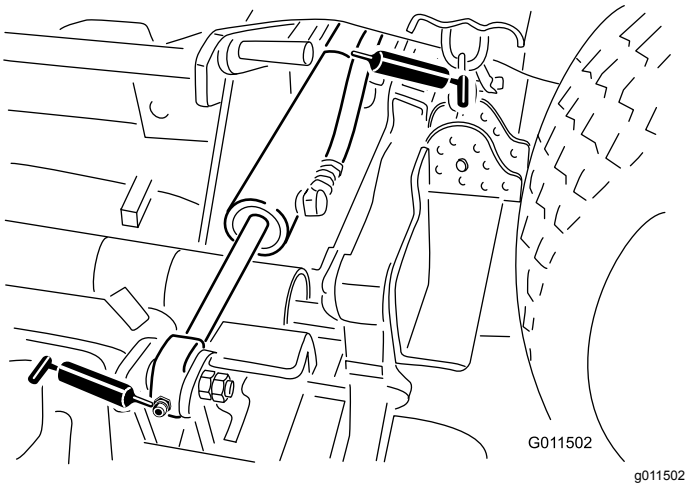

Figuur 69
Hefcilinder van zijmaaidek (4) (Figuur 69)